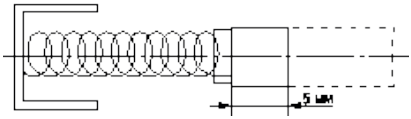

Рисунок 6. *Щетка токосъёмника*
- замените щётки, если графитовая поверхность щеток изношена и их длинна меньше 5 мм (рис. 6);